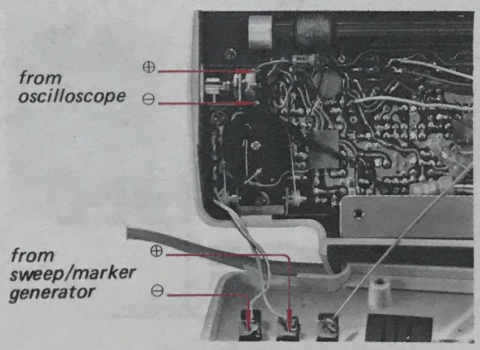

*Fig. 3-2. Sweep/marker generator and oscilloscope connections*
1. Sweep/marker Generator Connection: EXT ANT terminals as shown in Fig. 3-2 and 3-3.